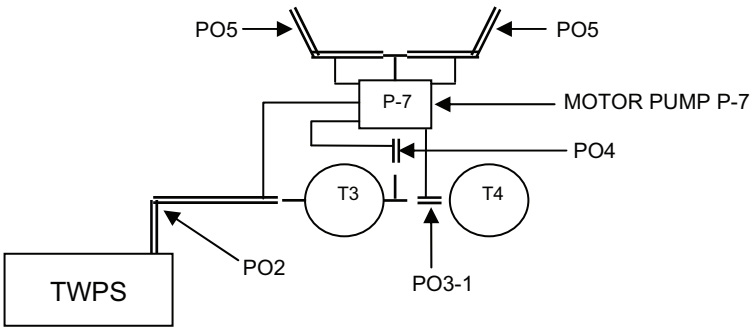

Figure 26. Product Water Distribution Hose Heating Blanket Power Cable Connection Diagram.
5. Clean the connectors and connect the hose heating blanket power cables to the hose heater terminals on the pump skid junction box as identified in Table 8 and as shown in Figure 26. Do NOT connect the pump skid power cables to the TWPS PDP at this time.